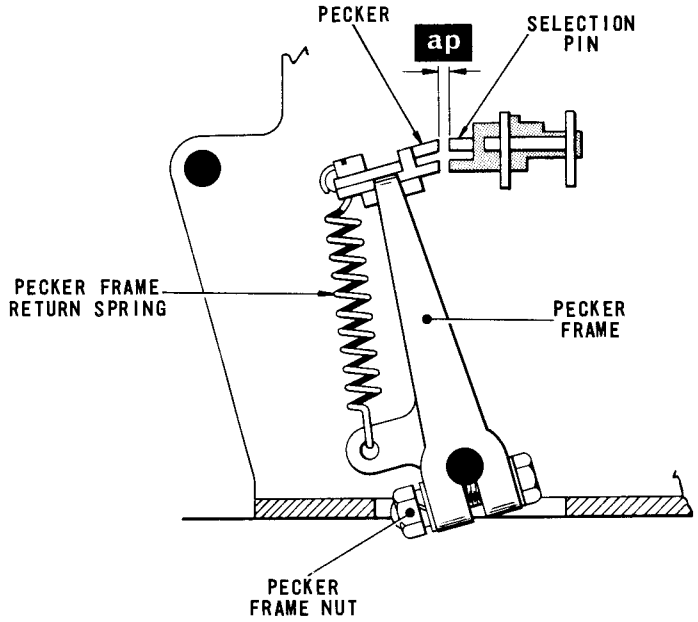

Fig. 4.33 PECKER/SELECTION PIN CLEARANCE
39.2 Move the electromagnet armature to space. Turn the machine by hand until the pecker, Fig.4.33, is opposite the first (inner) selection pin and the striker lever, Fig.4.27, is held away from the striker cam by the retention arm hook.
39.3 Lightly press the pecker, Fig.4.33, towards the selection pin to take up any play that may be present and check that there is a clearance of .030 - .045 in. (dimension 'ap') between the pecker and the pin.
39.5 If adjustment is necessary, remove the keyboard and stand the machine on its back. Disconnect the pecker frame return spring and slacken the nuts securing the pecker frame until friction tight. Ensure that the striker lever, Fig.4.27, is held by the retention arm hook and reposition the pecker frame, Fig.4.33, on its shaft until the correct clearance is present at both ends of the pecker traverse. Tighten the frame securing nuts, re-connect the pecker frame return spring and refit the keyboard.
40.1 Lift the selector clutch detent and then move the electromagnet armature to the mark position. Turn the machine slowly by hand and check that each selection pin, Fig.4.33, is struck by the pecker and that the area of contact between the pecker and the pins is as great as possible over the complete traverse. Repeat this check with the pin-box in its alternative position.